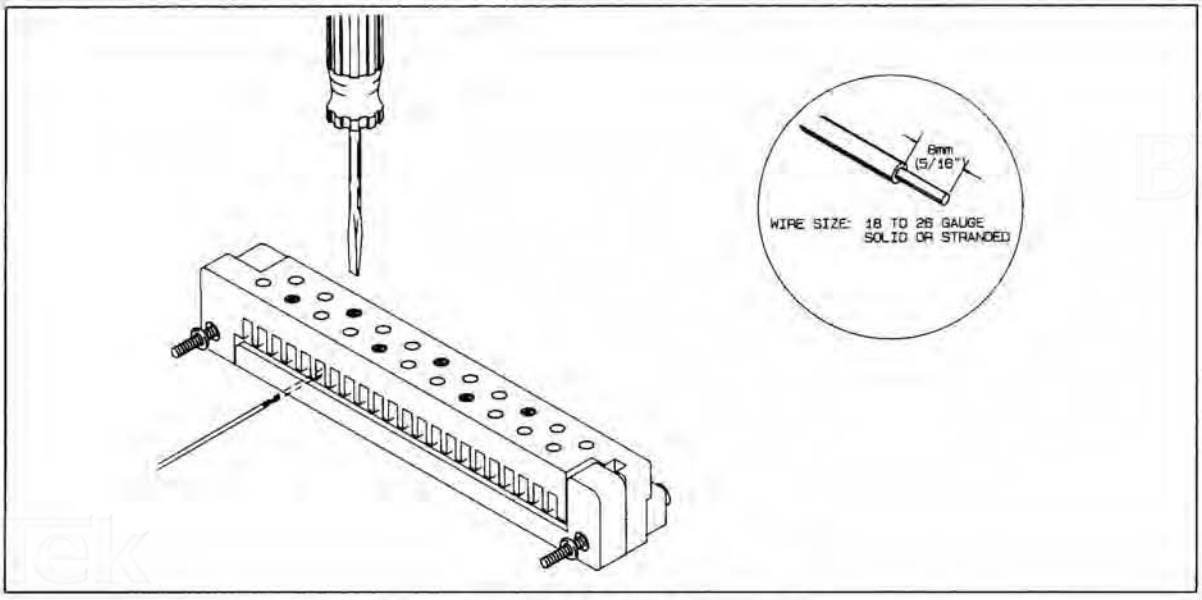

Figure 2-14. Wire Connection
d. Loosen the appropriate retaining screw, insert the stripped end of the wire into the slot, and re-tighten the retaining screw (Figure 2-14).